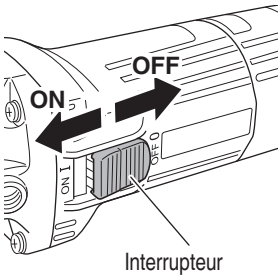

Fig. 3
2. Mettre la meuleuse à disque sous tension. (Fig. 3)